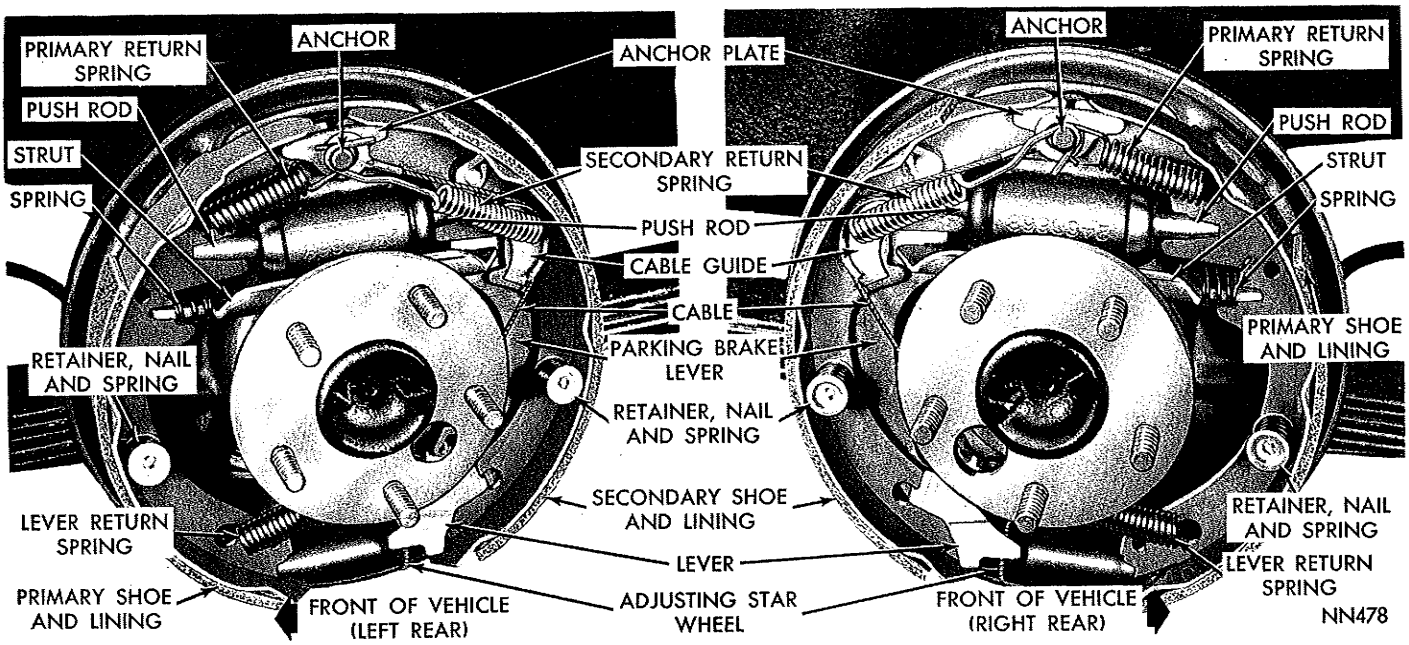
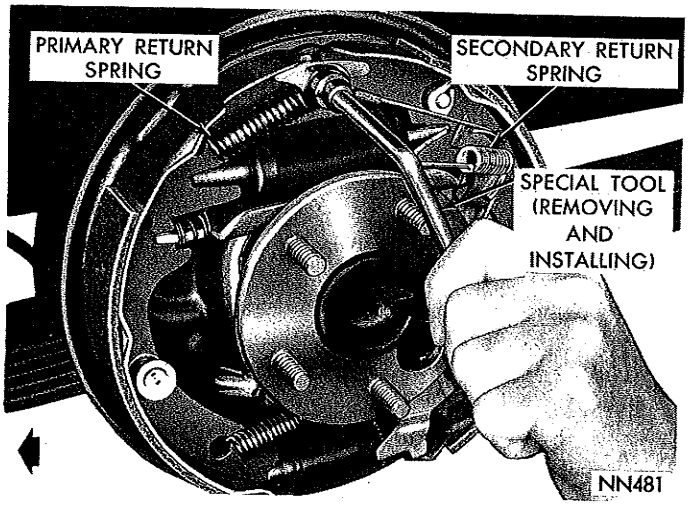

*Fig. 2—Brake Assemblies (Rear)*
*Fig. 5—Removing or Installing Brake Shoe Return Springs (Left Rear)*
(1) With vehicle elevated on a hoist, jack or suitable stand, remove rear wheel, and drum retaining clips. Remove drum.
(2) Using Tool C-3785 remove brake shoe return springs (Fig. 5). (Note how secondary spring overlaps primary spring.) (Fig. 2.)